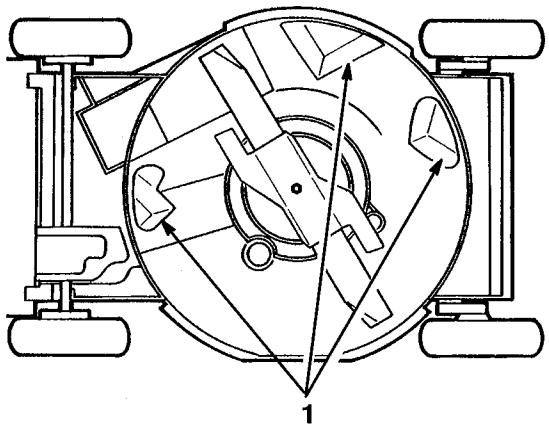

Figure 36
To ensure best performance, keep underside of mower housing clean. Be especially careful to keep kickers free of debris (Fig. 36).
3. Tip mower on its left side (Fig. 36).